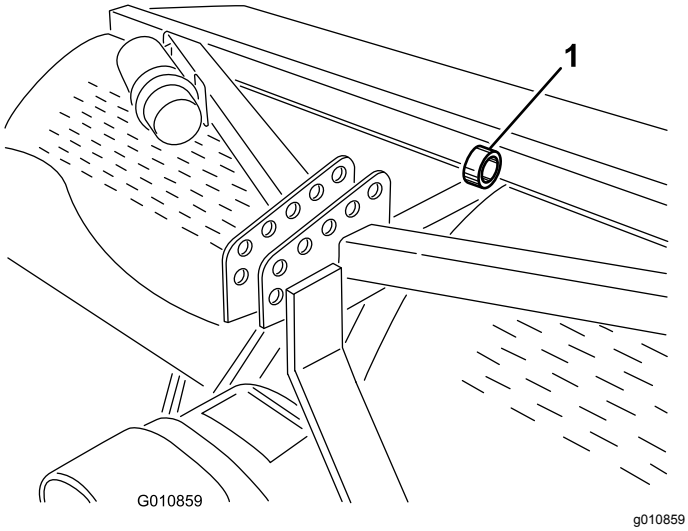

**Figuur 43**
**Opmerking:** U kunt een takel gebruiken om de beluchter op te tillen. Gebruik de ring van de beluchterkop als bevestigingspunt voor de takel (Figuur 43). Controleer of de takel voldoende hefcapaciteit heeft. Zie Specificaties (bladz. 23).